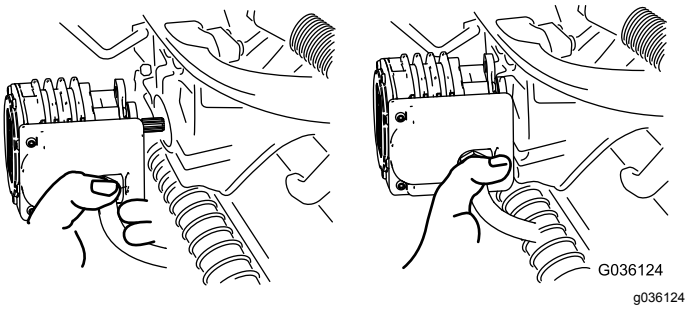

Figur 53
4. Flyt motoren hen i opbevaringspositionen foran på affjedringsarmen (Figur 53).